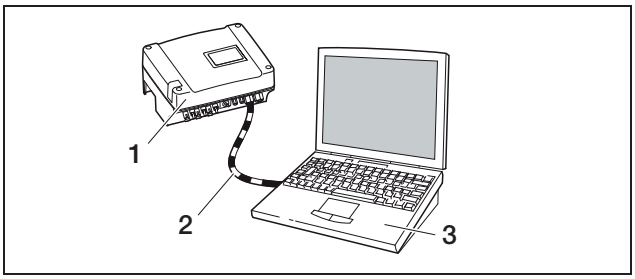

Abbildung 26: *Wechselrichter und Computer mit Crossover-Kabel verbinden*
b) direkt über ein sog. Crossover-Kabel (siehe Abbildung 26).
Sie benötigen ein Crossover-Kabel nur dann, wenn Sie den Wechselrichter direkt, das heißt ohne Switch/Hub, mit einem Computer verbinden (Abbildung 26).